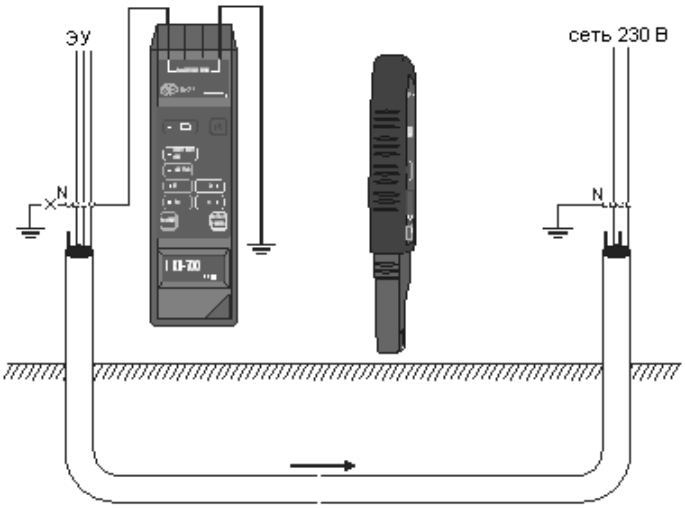

Рис.14 Поиск кабеля в земле – заземление объекта отключено, режим работы «ток» „M”
- Подключить одно из гнезд 1, 2 генератора к заземлителю (например, в виде зонда, забитого в землю), как можно дальше от щита, а второе - с фазным проводником кабеля (Рис.14);